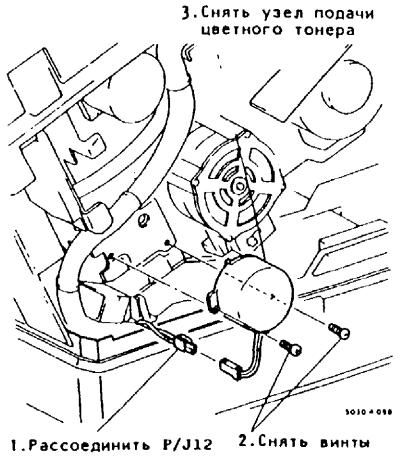

Рис. 3. Снятие узла двигателя подачи тонера
5. (Рис. 3): Снять узел двигателя подачи цветного тонера.